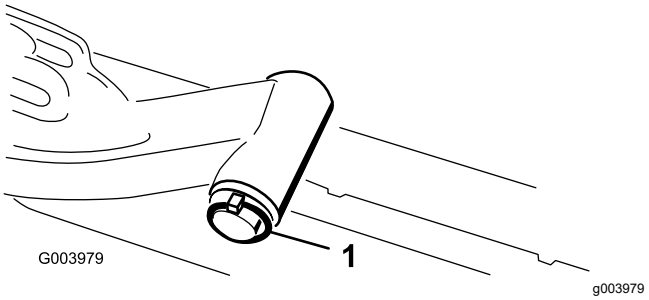

Figuur 11
1. Verwijder de lunspen en de ring waarmee de as van het draaipunt van de hefarm is bevestigd aan de hefarm, en schuif de as uit de hefarm (Figuur 11).
3. Steek de as van de hefarm in de hefarm en zet deze vast met de ring en de lunspen (Figuur 11).